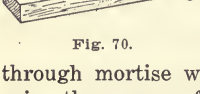

Fig. 70.
59. **Mortise-Gaging.**—The mortise-gage is similar to a marking gage, but has in addition an adjustable spur which is set by a thumb screw in the end of the beam. Thus the two points make parallel lines any desired distance apart and any required distance from the edge of the work. See Fig. 70. It should be used the same as the marking gage. In laying out a through mortise with the gage, both sides of the stock are lined, using the same surfaces of the work for gaging each side.